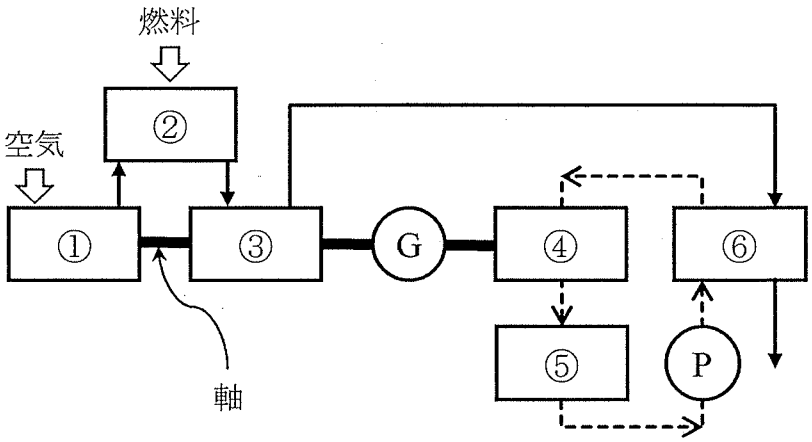

図 1
問４　図 1 は高温のガスタービンサイクルと蒸気タービンサイクルの組み合わせである，ブレイトン・ランキン複合発電サイクルの基本構成を示している。①から⑥で示された要素の名称で最も適したものを選択肢から選び記号で答えよ。ただし，図中の G，P はそれぞれ発電機，給水ポンプを表す。